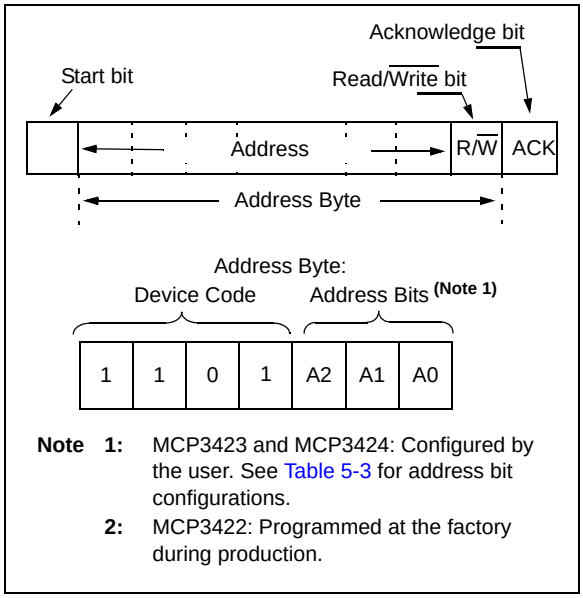
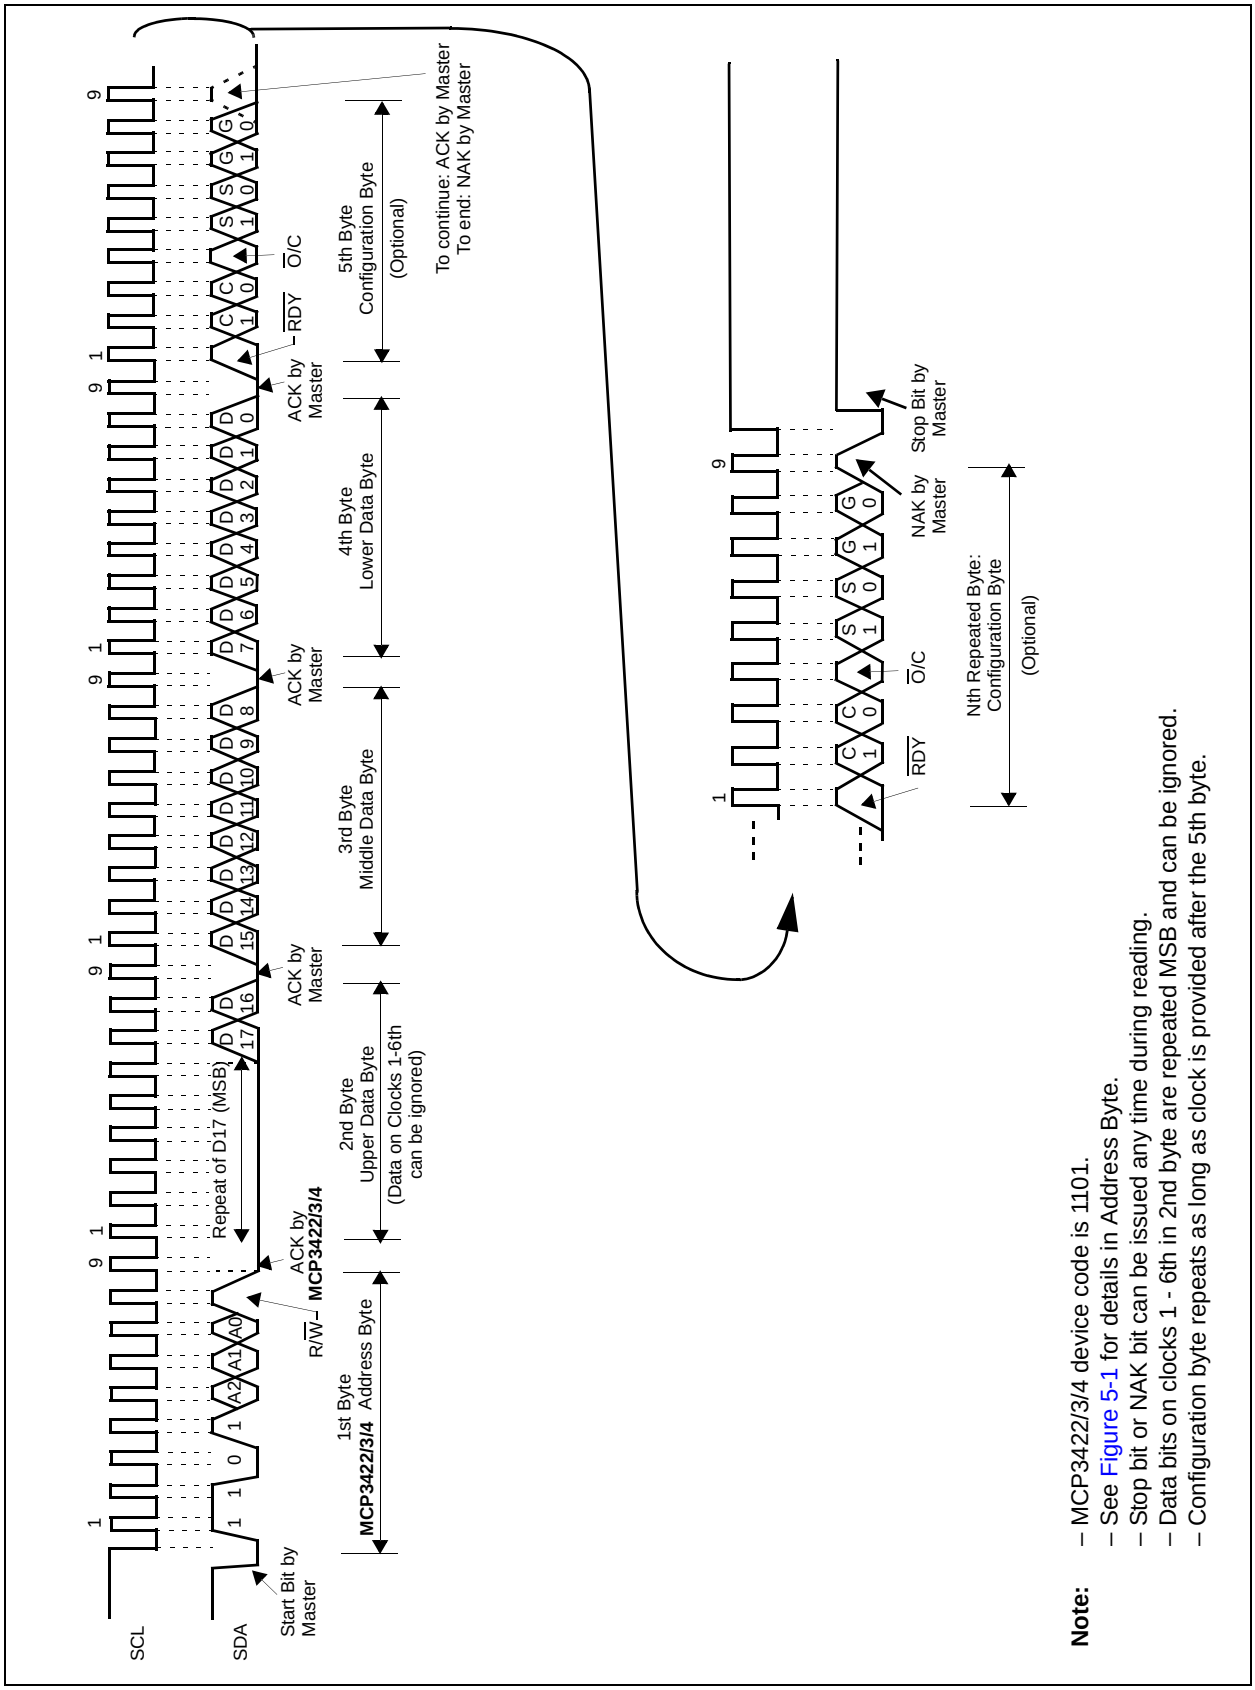
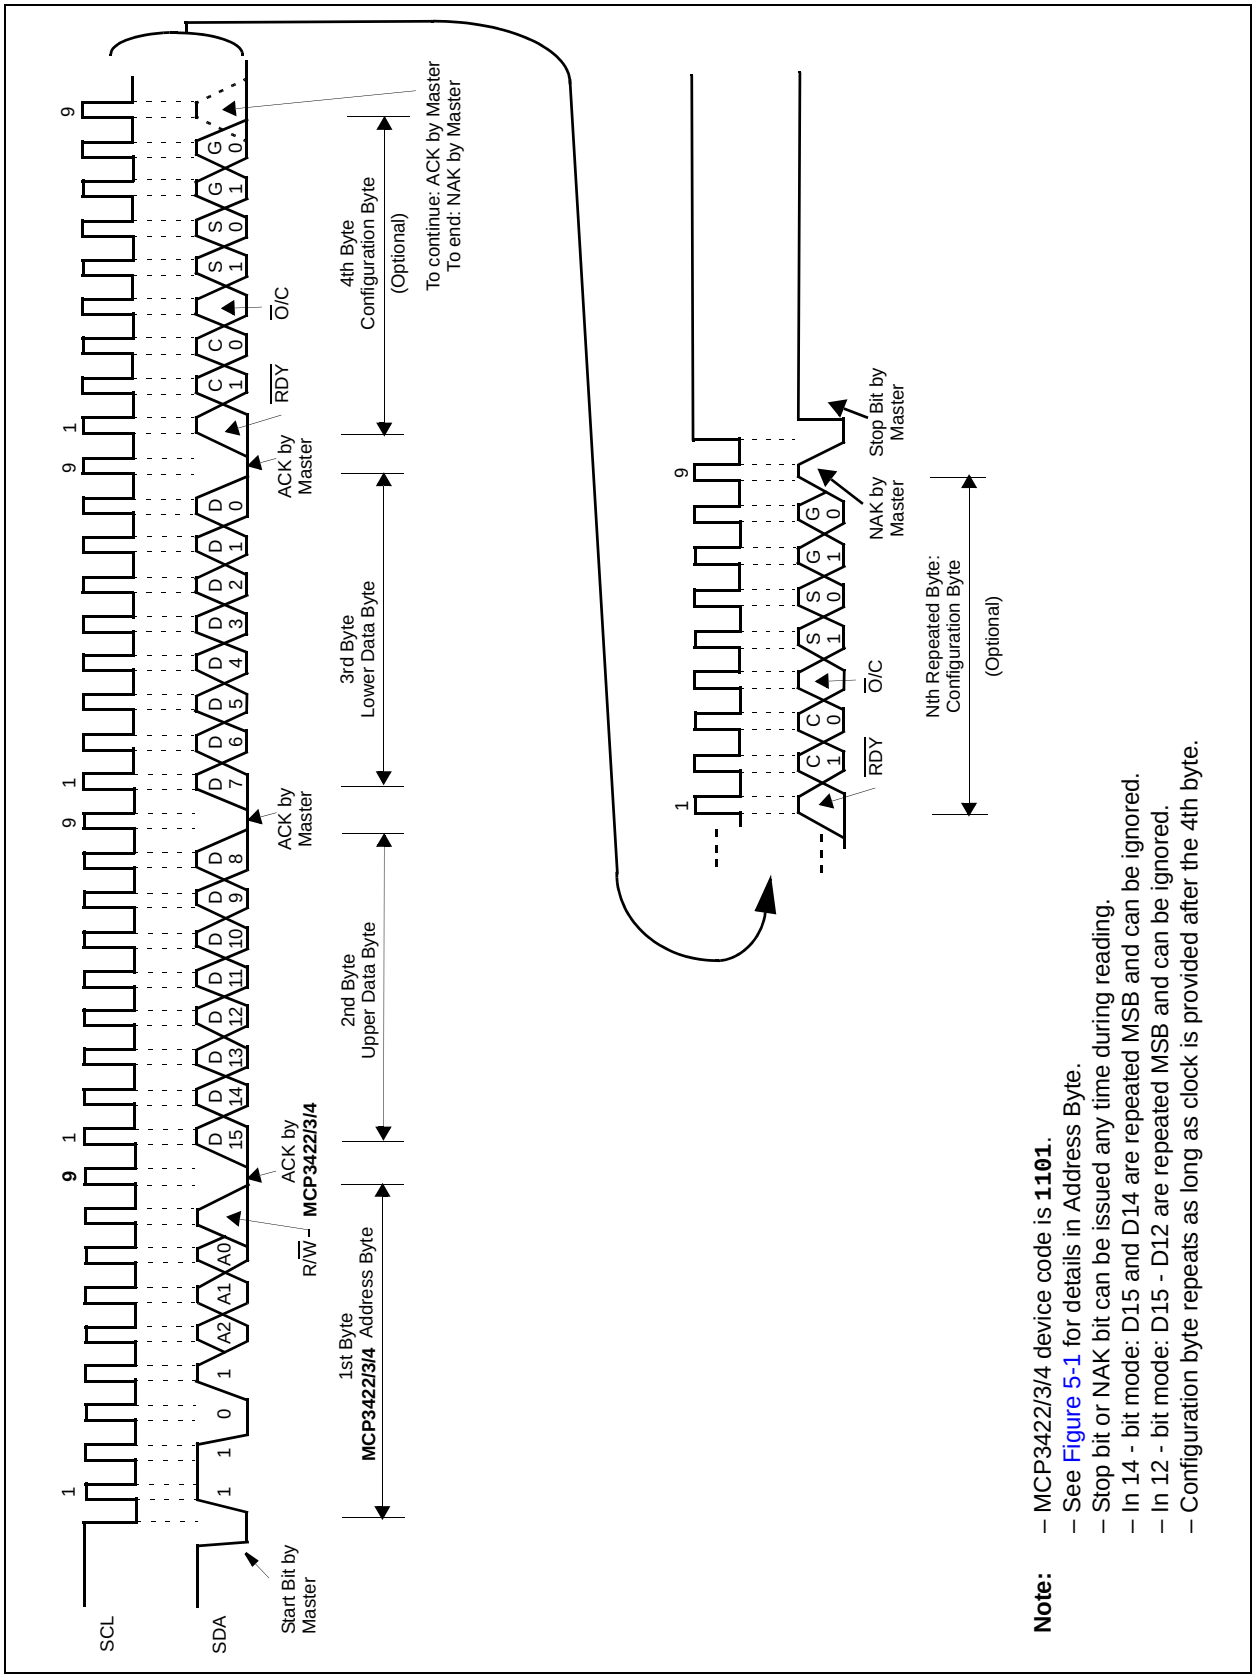

***FIGURE 5-1:*** *Address Byte.*
***FIGURE 5-4:*** *Timing Diagram For Reading From The MCP3422/3/4 With 18-Bit Mode.*
***FIGURE 5-5:*** *Timing Diagram For Reading From The MCP3422/3/4 With 12-Bit to 16-Bit Modes.*
Figure 5-4 and Figure 5-5 show the examples of reading the conversion data. The user can rewrite the configuration byte any time for a new setting. Table 5-1 and Table 5-2 show the examples of the configuration bit operation.
The first byte after the START bit is always the address byte of the device, which includes the device code (4 bits), address bits (3 bits), and R/$\overline{W}$ bit. The device code for the devices is **1101**, which is programmed at the factory. The I$^2$C address bits (A2, A1, A0 bits) for the MCP3423 and MCP3424 are user configurable and determined by the logic status of the two external address selection pins on the user's application board (Adr0 and Adr1 pins). The Master must know the Adr0 and Adr1 pin conditions before sending read or write command. Figure 5-1 shows the details of the address byte.
Figure 5-1 shows the address byte. Figure 5-3 through Figure 5-5 show how to write the configuration register bits and read the conversion results.
– See Figure 5-1 for details in Address Byte.
Figures 5-4 and 5-5 show the timing diagrams of the reading.